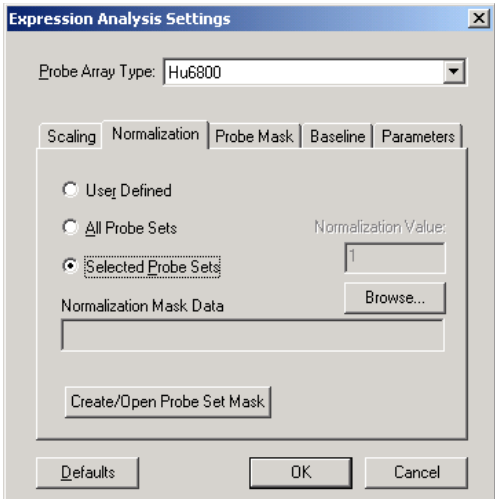

Figure E.27
1. In the Normalization tab, choose the **Selected Probe Sets** option **(Figure E.27)**.
2. Click **Create/Open Probe Set Mask** **(Figure E.27)**.